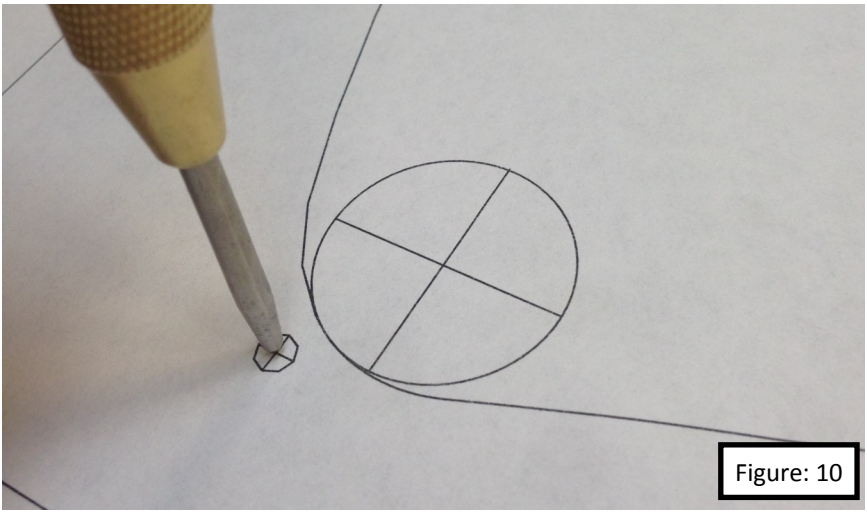

Figure: 10
13. Center punch all of the holes to be drilled. Preform the following steps on both the left and right side of the template. Figure: 10